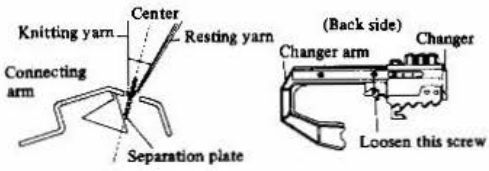

Fig. 57
2.1.2 Look at the colour changer from side and check if there is a separation plate just in the middle between the knitting yarn and resting yarns. (See Fig. 57)